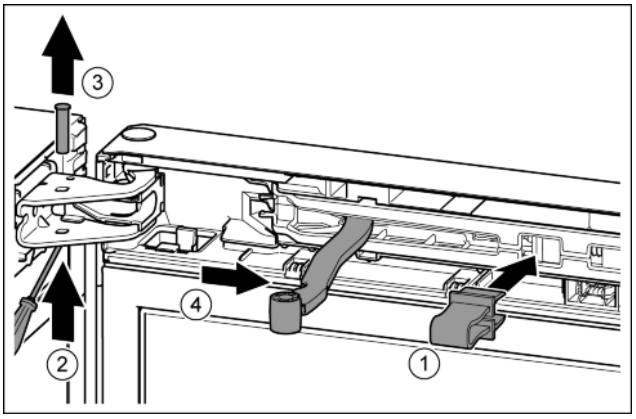

Fig. 8
▶ Зафиксировать предохранитель в отверстии. *Fig. 8 (1)*
▶ Выкрутить палец при помощи отвертки. *Fig. 8 (2)*
▶ Извлечь палец движением вверх. *Fig. 8 (3)*
▶ Повернуть шарнир в направлении двери. *Fig. 8 (4)*